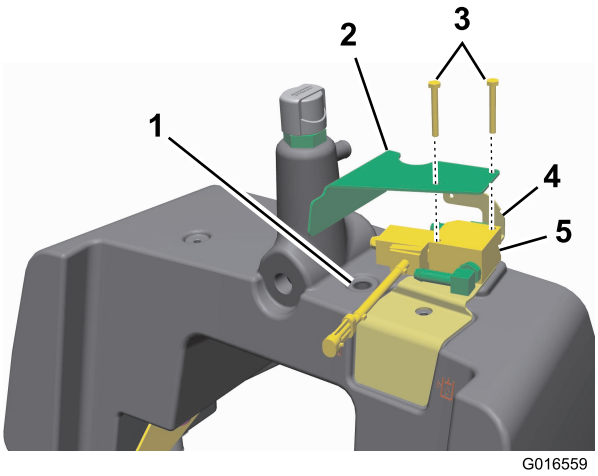

Figur 5
15. Montera den svetsade 90-gradershydraulkopplingen på huvudhydraultanken (Figur 5).